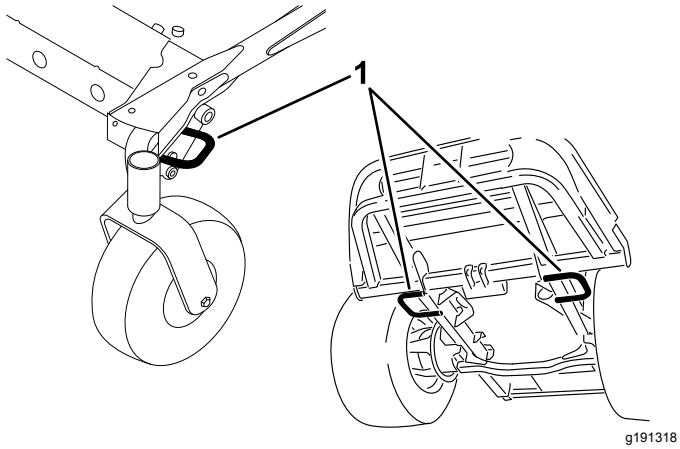

Bild 27
5. Verwenden Sie die Vergurtungsstellen, um die Maschine mit Riemen, Ketten, Kabeln oder Seilen am Anhänger oder Pritschenwagen zu befestigen (Bild 27).